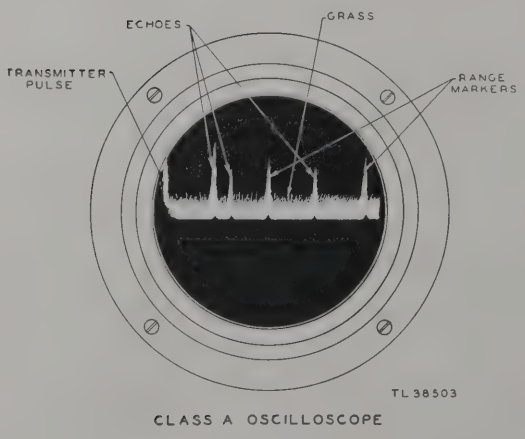
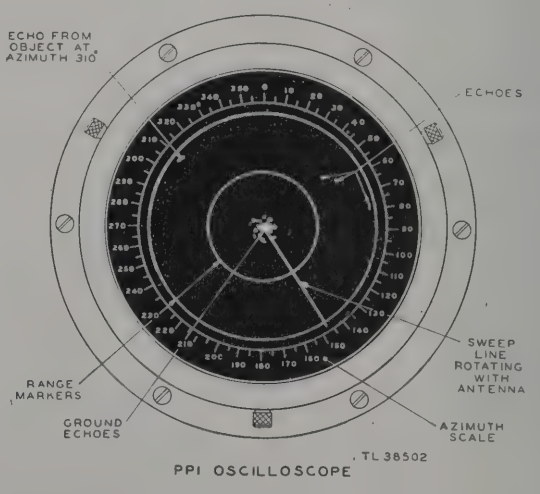

Figure 7. Class A oscilloscope display.
Figure 8. PPI oscilloscope display.
f. In order to measure the time which the waves have taken to travel to the reflecting object and back, the beams of the oscilloscopes are made to sweep across the oscilloscope screens in synchronism with the pulse. A synchronizing voltage is supplied by the pulse transformer. On the Class A oscilloscope (fig. 7) the beam travels horizontally from left to right across the middle of the screen. On the PPI oscilloscope (fig. 8) the beam travels from the center to the edge. In each case the beam must return to its starting point in order to make another sweep, but during this time,
g. In the same way, when reflected waves are received, the electron beam of the PPI oscilloscope (fig. 8) is intensified, producing a bright spot. The distance of this spot from the start of the sweep at the center of the screen is a measure of the time taken for the waves to travel to the object and back and, therefore, a measure of the distance to the object. By pressing the RANGE MARKER button, bright spots are produced at the positions on the sweep where reflected waves would be received from objects 10 and 20 miles away (if on 20-mile range).